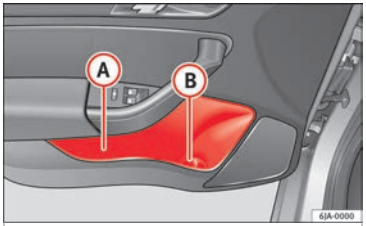

Fig. 159 Storage compartment in door trim.
There is a bottle carrier in part (B) ››› **Fig. 159** of the storage compartment in the front door.
Only use part (A) ››› Fig. 159 of the compartment in the front door to store objects that do not protrude from it so as not obstruct the deployment area of the side airbags.